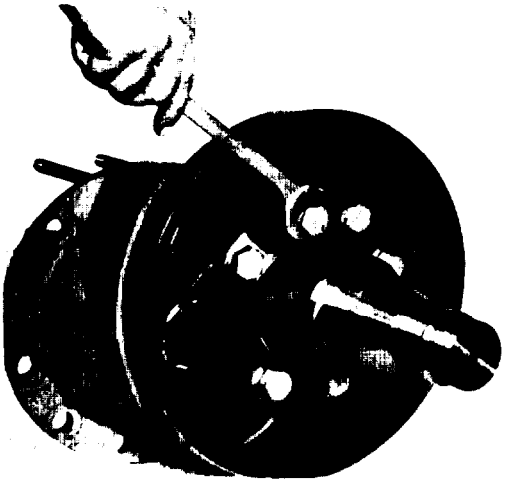

Figure 5-89. Drive Axle Spindle Removal
h. Remove drive axle spindle fasteners and drive axle spindle as shown in figure 5-89.